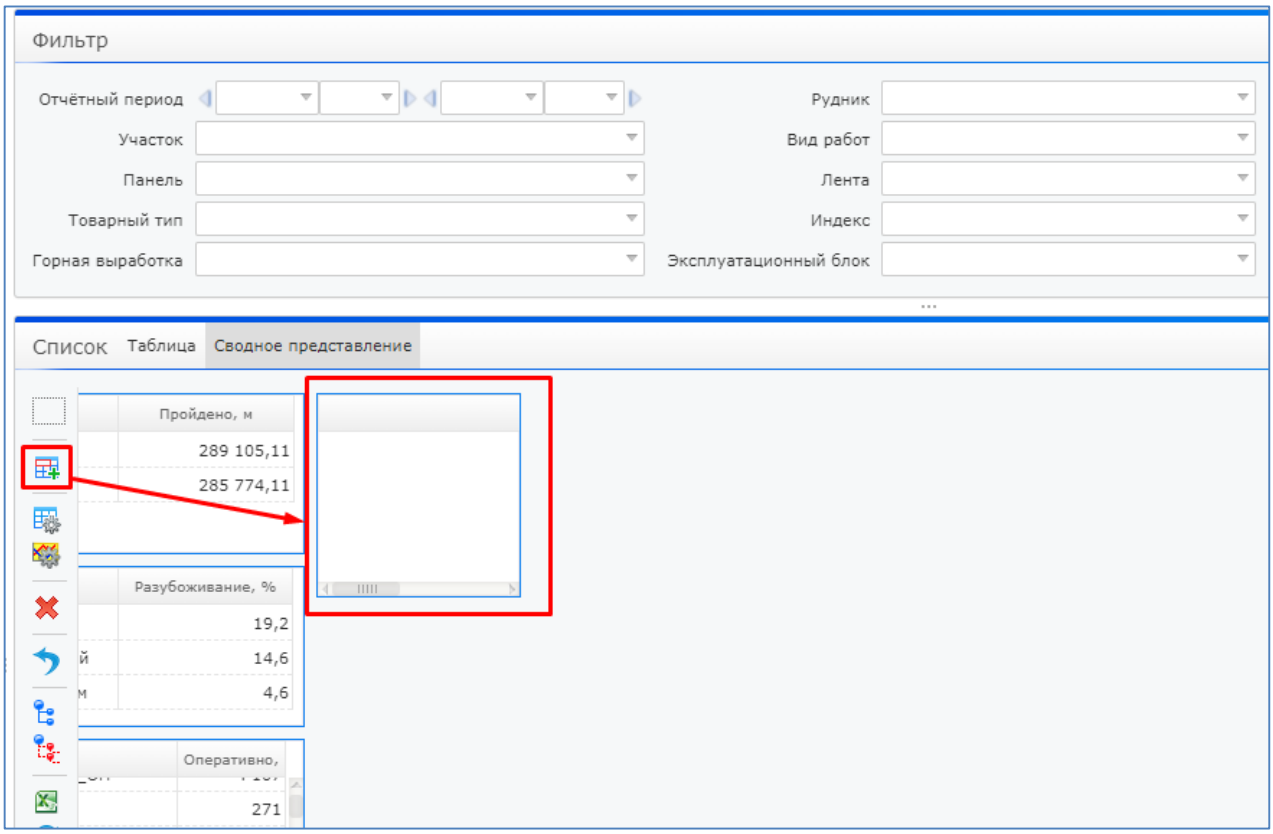

Рисунок 57. Кнопка «Добавить»
2. В блоке «Список» нажать на кнопку «Добавить», на панели данных появится пустой виджет (Рисунок 57);